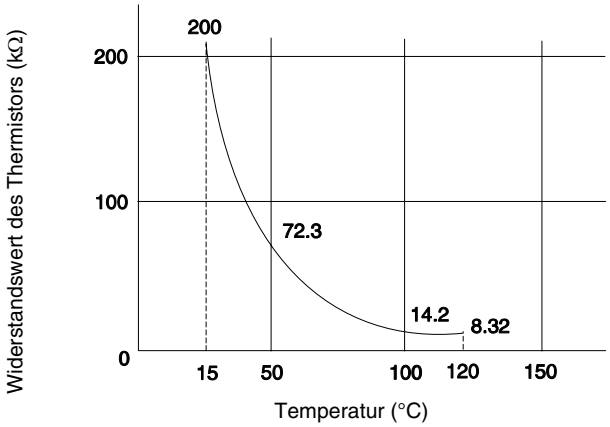

Abb. 10.1. Widerstandswerte des Thermistors zum Schutz vor Überhitzung des Abgases
2. Wenn die Temperatur der Kompressoroberseite 10 Minuten lang 132 °C überschreitet, stoppt der Kompressor. Der Kompressor stoppt auch dann, wenn in dieser Situation ein elektronisches Expansionsventil geöffnet wird. Dadurch wird der Kompressor geschützt. Die Widerstandswerte des Thermistors sind in Abb. 10.1 aufgeführt.